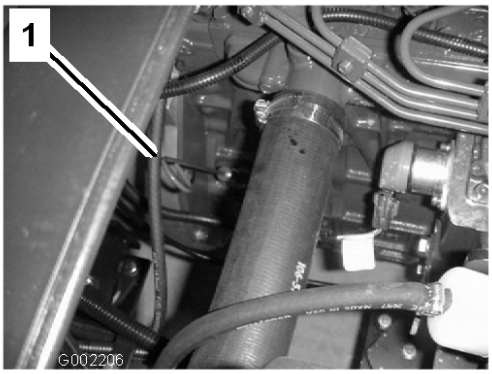

Figur 38
2. Fjern målepinden, der er placeret under passagersædet, og aftør den med en ren klud (Figur 38). Sæt målepinden ned i røret, og sørg for, at den sidder helt i bund. Fjern målepinden, og kontroller oliestanden.
13. Fjern oliepåfyldningsdækslet, og hæld langsomt ca. 80% af den specificerede mængde olie i motoren ved oliepåfyldningen (Figur 38).